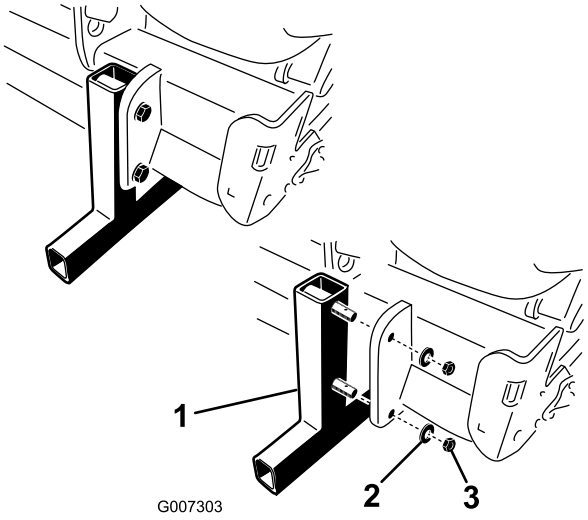

**Figur 16**
2. Ta bort de muttrar och låsbrickor som fäster förvaringsstöden vid luftaren (Figur 16).
4. Fäst hjulsprintarna i stödtapparna för förvaring (ingår i de lösa delarna) (Figur 16).